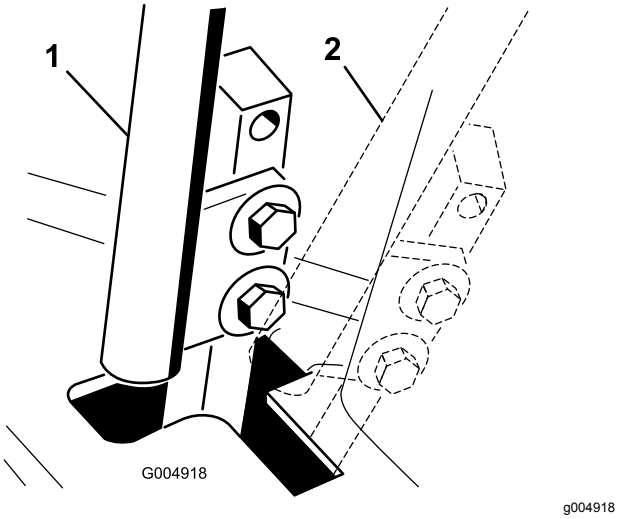

Rysunek 50
4. Ustaw dźwignię sterowania w położeniu NEUTRALNYM, ale jej **nie blokuj** (Rysunek 50).
6. Sprawdź, w którym miejscu znajduje się dźwignia względem wycięcia w konsoli (Rysunek 50).